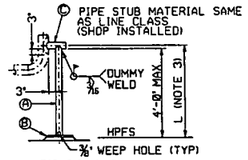

FIG 3,3A,& 3G
4. DO NOT USE FIGURE 3 FOR SIZE 18 INCHES AND LARGER.